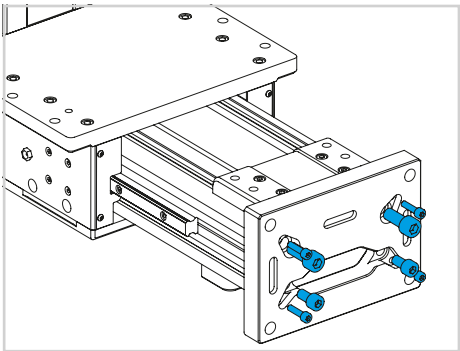
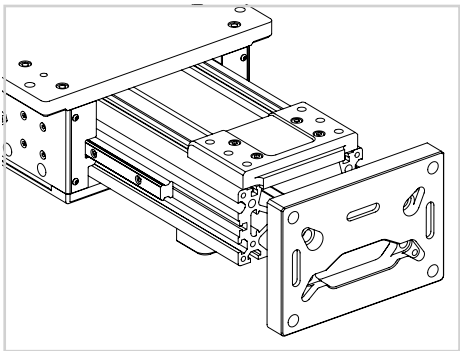

图 8
图 9
5) 卸下下端板的螺丝，将下端板与执行机构分离（见图 8 和图 9）。